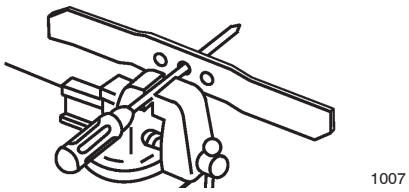

Bild 25
1. Prüfen Sie die Wucht des Messers, indem Sie das mittlere Loch im Messer über einen Nagel oder einen Schraubenzieherschaft hängen, den Sie horizontal in einen Schraubstock einklemmen (Bild 25).